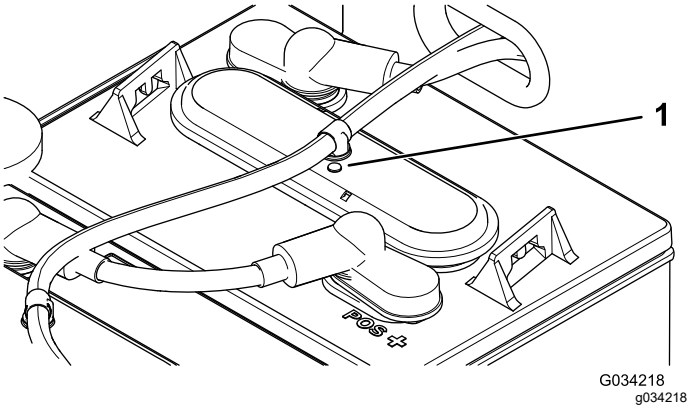

Figuur 36
3. Controleer of de oogjes op de accu's zwart of wit zijn (Figuur 36).